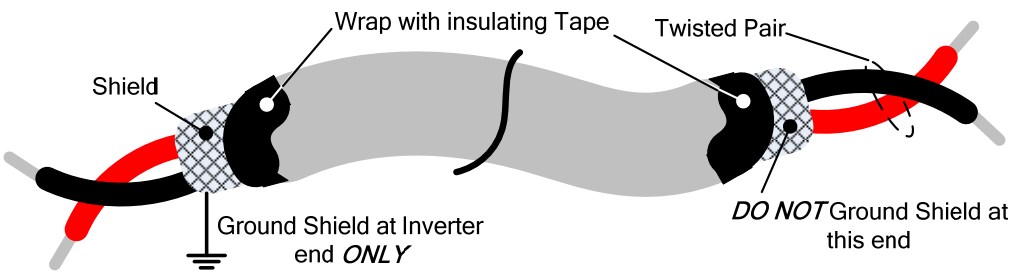

Fig. 3.17.1 Shielded Twisted-Pair
(1) Separate the wiring for control circuit terminals from main circuit wiring for terminals (R/L1, S/L2, T/L3, U/T1, V/T2, W/T3).
(2) Separate the wiring for control circuit terminals R1A-R1B-R1C (or R2A, R2C) (Relay outputs) from wiring for terminals ① - ⑧, A01, A02, GND, DO1, DO2, DOG, +10V, (-10V), AI1, AI2 and GND wiring.
(3) Use shielded twisted-pair cables (#24 - #14 AWG / 0.5 -2 mm^2) shown in Fig. 3.17.1 for control circuits to minimize noise problems. The maximum wiring distance should not exceed 50m (165 ft).